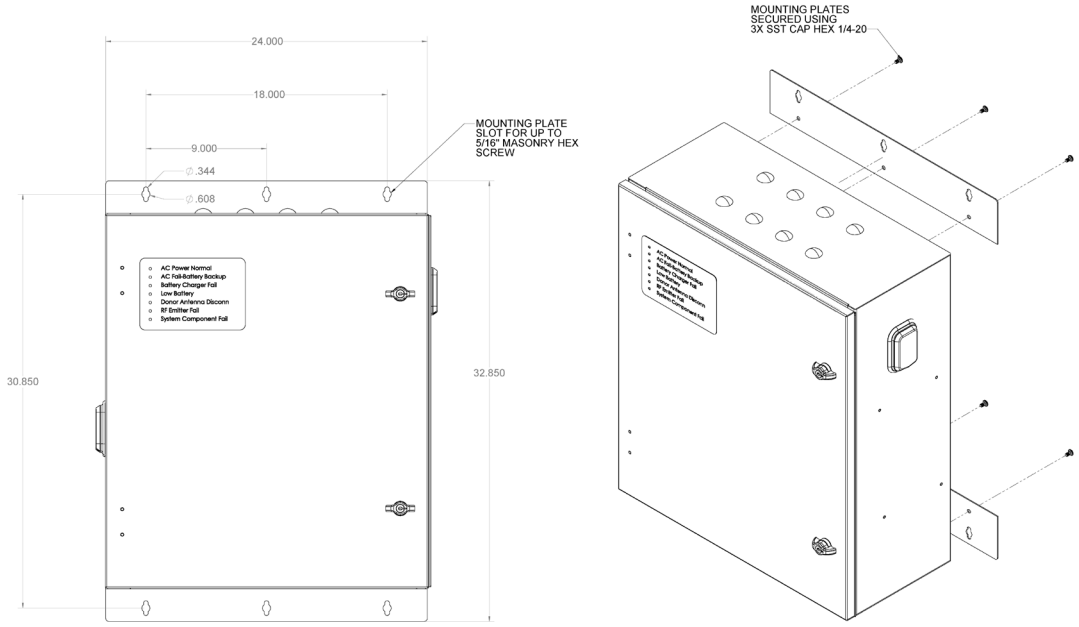

Figure 1
2. Use the supplied six (6) masonry hex screws and screw them into the predrilled holes leaving ¼ inch of thread exposed to hang the BBU enclosure prior to final tightening of mounting bolts.
3. Attach wall mounting brackets using the supplied six (6) hex machine screws to the enclosure as shown on Fig. 1 below and then hang the BBU enclosure onto the pre-installed mounting bolts and secure the bolts to the wall.Mount unit in the desired location: Use the supplied mounting bracket template to mark and predrill holes in the wall to line up with the mounting bracket hardware keyed through holes included with the product. Ensure the template is level prior to drilling.